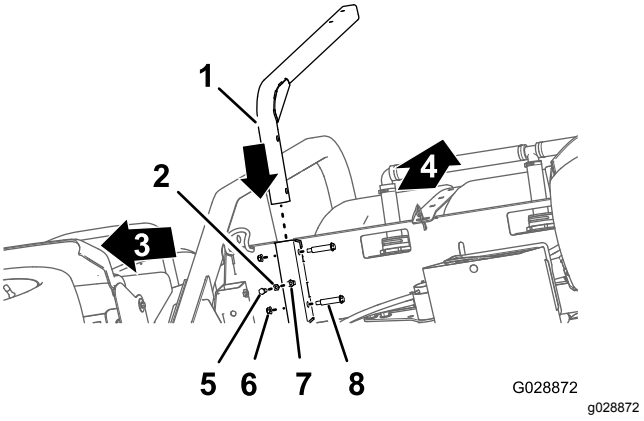

Figur 35
1. Rikta in stödröret till färskvattentanken med tankens stödkanal (Figur 35).
2. Rikta in hålen i stödröret med hålen i kanalen (Figur 35).
3. Fäst röret vid kanalen (Figur 35) med de två (2) ansatsbultarna och två (2) låsmuttrarna (⅜ tum).
4. Gänga på kontramuttern (⅜ tum) på bulten (⅜ x 1 tum) i enlighet med Figur 35.
5. Gänga i bulten och kontramuttern i svetsmuttern längst ned på tankstödskanalen och dra åt bulten och kontramuttern (Figur 35).